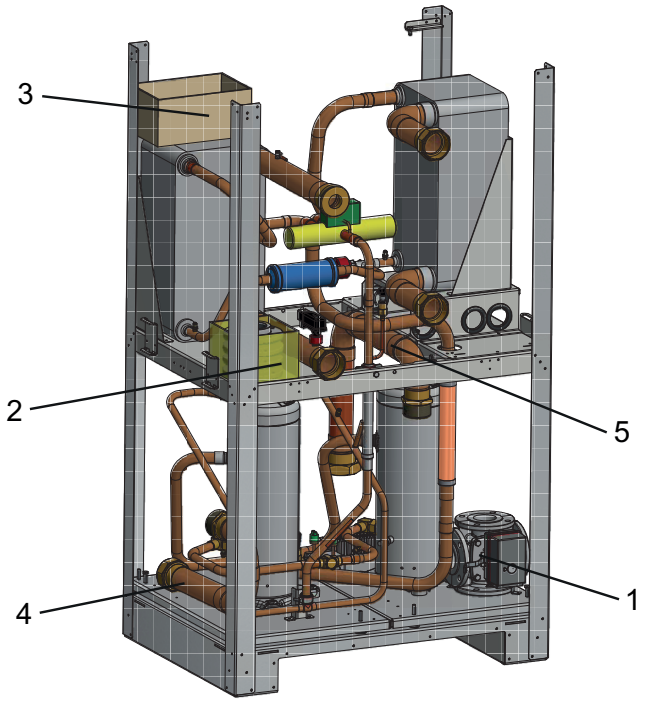
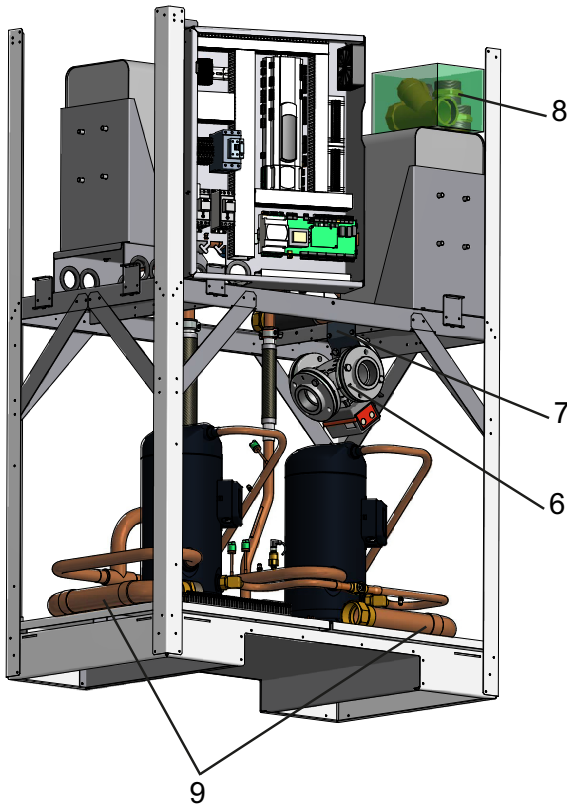
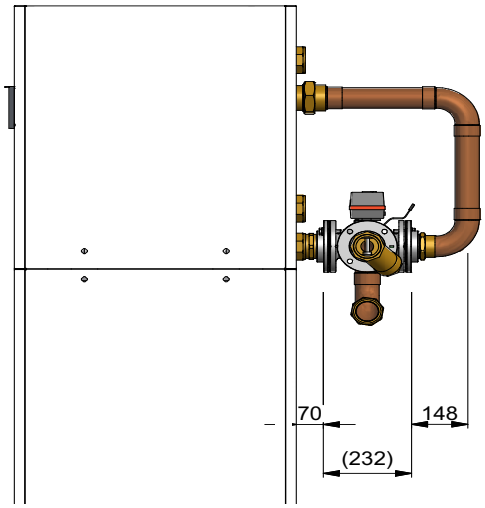

Abb. 7.1:
Abb. 7.2:
Abb. 7.3:
Das mit dem Stellmotor vormontierte hydraulische 4-Wege-Umschaltventil (1) ist mit 3 Befestigungswinkeln auf der Grundplatte fixiert. Die Befestigungswinkel sind zu entfernen, die unter dem 4-Wege-Umschaltventil platzierte Flanschdichtung ist zu verwenden (siehe Abb. 7.1 auf S. 11). Weitere Flanschdichtungen befinden sich zusammen mit den Gewindeflanschen im Gerätebeipack (2). Die Verbindungselemente sind zusammen mit dem Schmutzfilter im Beipackkarton (3) auf dem Plattenwärmetauscher abgelegt. Auf der Grundplatte ist eine vormontierte Rohbaugruppe (4) abgelegt und eine weitere Rohrbaugruppe (5) ist im oberen Bereich an einem Blechteil fixiert. Diese Rohrbaugruppen sind wie in Abb. 7.3 auf S. 13 gezeigt mit den Gewindeflanschen zu verbinden.
Das mit dem Stellmotor vormontierte hydraulische 4-Wege-Umschaltventil (6) ist mit seinen Gewindeflanschen an einem Transportblech (7) im Geräteinnenraum befestigt (siehe Abb. 7.2 auf S. 12). Nach der Demontage des hydraulischen 4-Wege-Umschaltventil aus dem Geräteraum ist das Transportblech (7) zu entfernen. Die Gewindeflansche des 4-Wege-Umschaltventils sind zu lösen. Die Verbindungselemente und Flanschdichtungen sind zusammen mit dem Schmutzfilter im Beipackkarton (8) auf dem Plattenwärmetauscher abgelegt. Auf der Grundplatte der Wärmepumpe sind zwei vormontierten Rohrbaugruppen (9) abgelegt. Diese Rohrbaugruppen sind wie in Abb. 7.3 auf S. 13 gezeigt mit den Gewindeflanschen zu verbinden.
Hierbei sind die in Abb. 7.3 auf S. 13 gezeigten Abstandsmaße durch den Eindichtvorgang zwischen Doppelnippel und Gewindeflansch an der Wärmepumpe einerseits und zwischen der Rohrbaugruppe „Heizwasser-Vorlauf“ und Gewindeflansch andererseits zu realisieren. Ist die erforderliche Einbauposition erreicht sind die Flansche mit den beiliegenden Dichtungen durch Schrauben, Scheiben und Federringen mit dem hydraulischen 4-Wege-Umschaltventil zu verbinden.